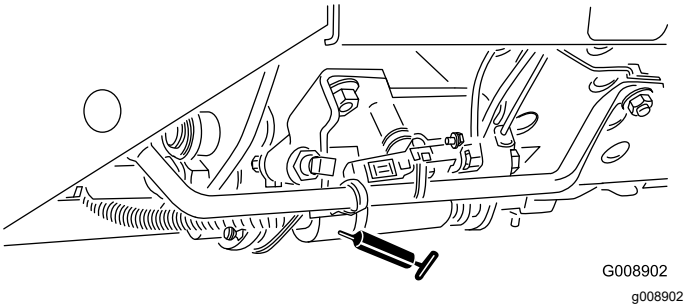

Figur 39
- Klippe-/transportpedal (Figur 39)